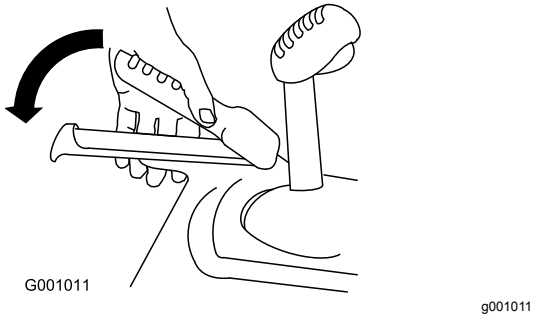

Rysunek 17
1. Aby włączyć napęd trakcyjny, przyciśnij lewą ręką dźwignię (trakcji) do uchwytu (Rysunek 17).